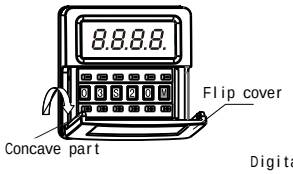

Figure 1
a) Step 1: Hold the concave parts on the left and right sides of the cover with your hands and pull outward as shown in Figure 1;